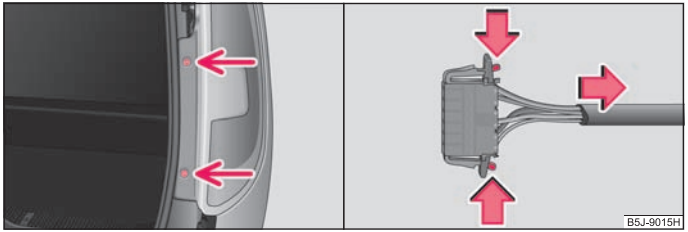

Fig. 170 Removing the rear light unit / disconnecting the plug connection
- Unscrew the light ⇒ fig. 170.
- Disconnect the plug connection ⇒ fig. 170 on the right. ■
- Screw on the light ⇒ fig. 170.